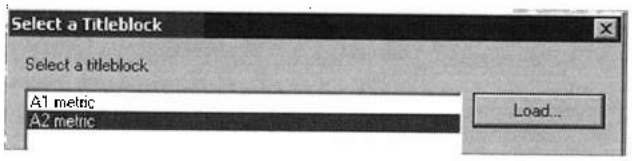

Рис. 35.1 *Выбор шаблона листа*
2. В открывшемся боксе **Select a Titleblock** (Выбрать основную надпись) (рис. 35.1) выделить подходящий формат с основной надписью. Если такой формат отсутствует, нажать кнопку **Load** (Загрузить) и выбрать нужный формат из папки *Metric Library\Titleblocks*.